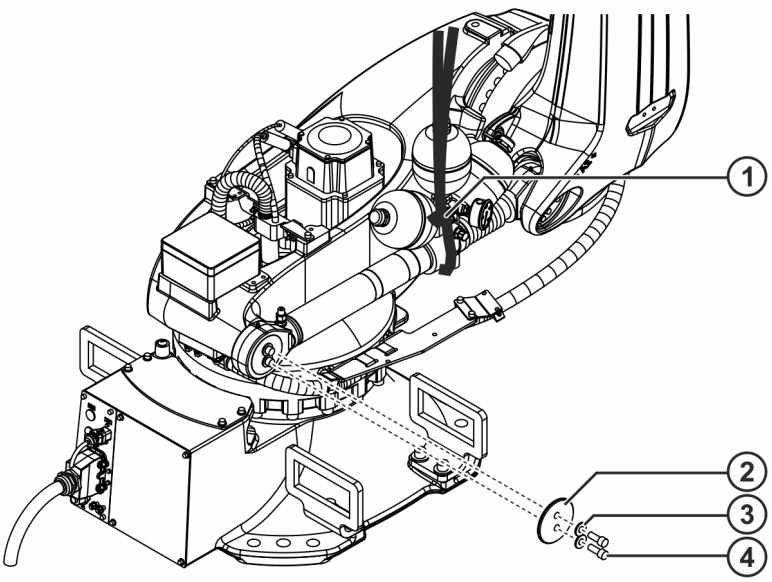

Fig. 8-18: Counterbalancing system, rotating column
14. Remove 2 M12x30 Allen screws and lock washers, and take the cover off the rotating column (>>> *Fig. 8-18*).